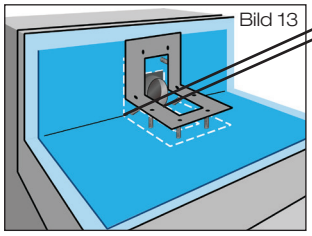

Bild 13
3.6 Anschlussmanschette mit Losflansch, beiliegenden Sechskantflanschmuttern und Unterlegscheiben verklemmen (Bild 13).